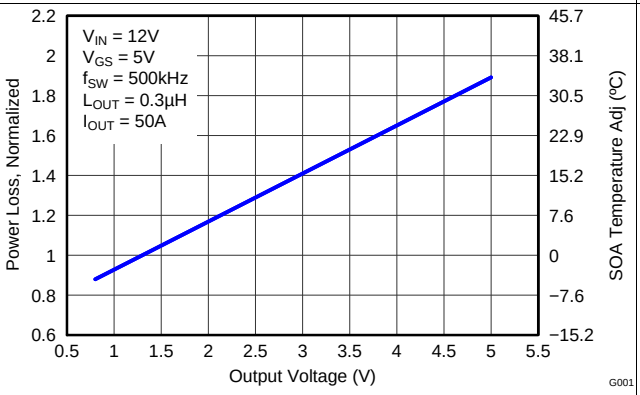

Figure 9. Normalized Power Loss vs Output Voltage
- Normalized power loss for output voltage ≈ 0.90 (Figure 9)